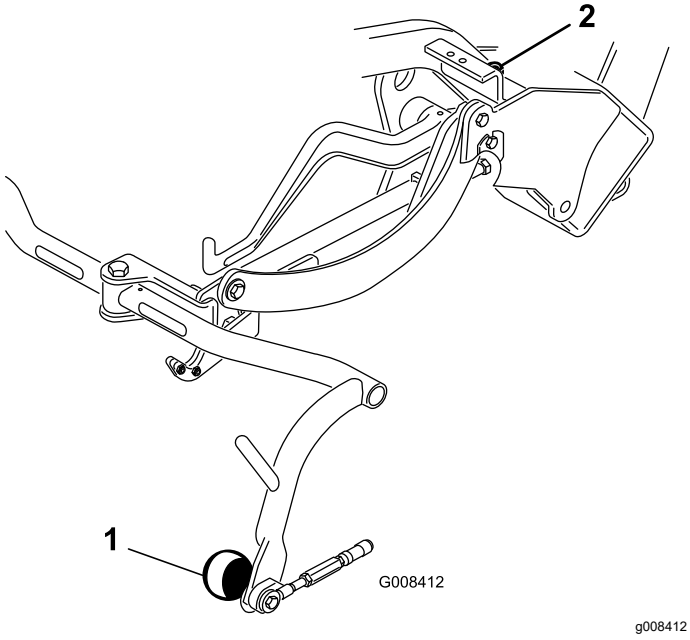

Figure 6
4. Si un réglage est nécessaire, desserrez l'écrou de blocage de la vis d'arrêt du bâti porteur (Figure 6) et tournez la vis dans un sens ou dans l'autre pour élever ou abaisser le bâti. Serrez l'écrou de blocage pour fixez le réglage.